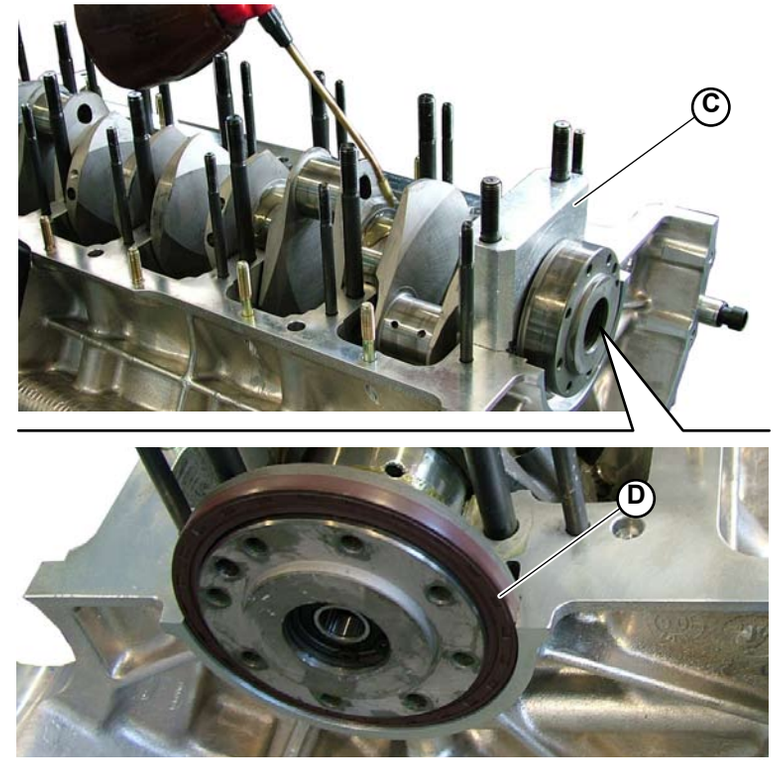

Fig.3
7. Assemble the mounting supports on the crankshaft (**C-Fig.3**).
After positioning the shaft, lubricate with (**Fig.3**).
8. Install the engine oil seal by means of **(000200)** tool (**D-Fig.3**).